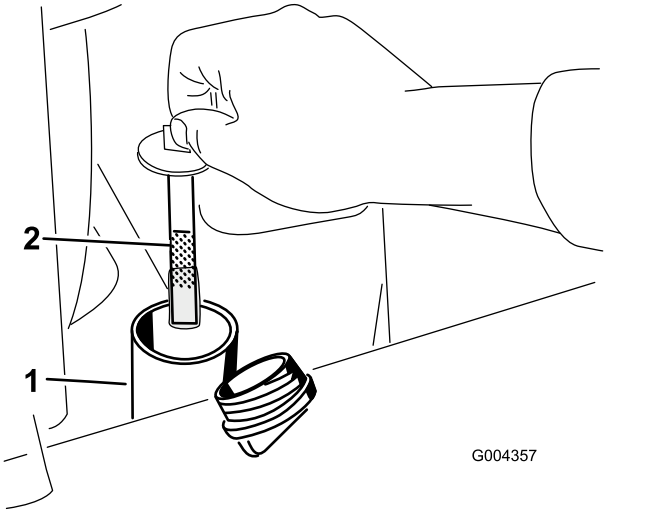

Rysunek 60
6. Odkręć korek z szyjki wlewu i sprawdź poziom oleju na wskaźniku (Rysunek 60).